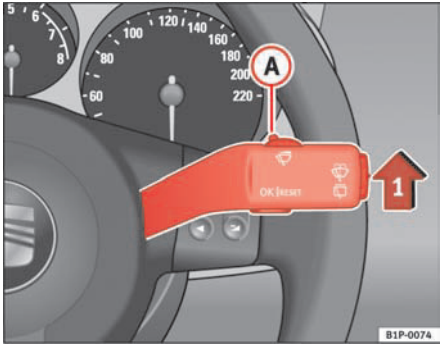

Fig. 85 Windscreen wiper lever
– Move the windscreen wiper lever into position (1) ⇒ fig. 85.
– Move the control (A) to the left or right to set the sensitivity of the rain sensor. Switch to the right - high sensitivity. Switch to the right - low sensitivity.